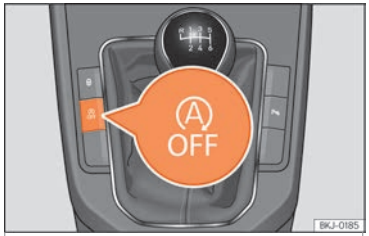

Fig. 135 Centre console: Start-stop system button.
- To manually switch on/off the Start-Stop system, press the A OFF button ››› **Fig. 135**.